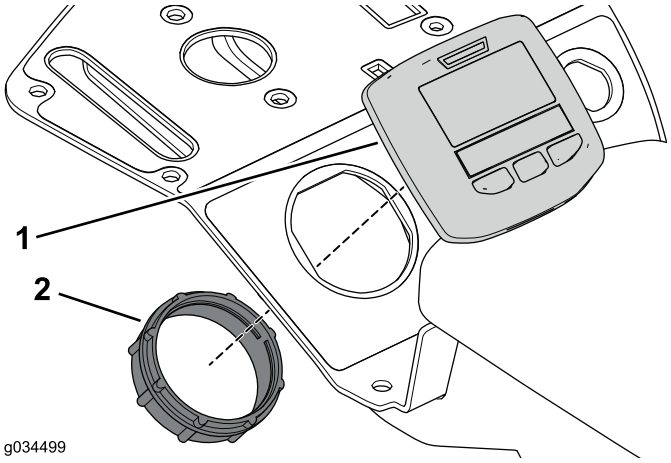

Rysunek 10
1. Odkręć pierścień ustalający, aby zdemontować wyświetlacz z zespołu konsoli (Rysunek 10).